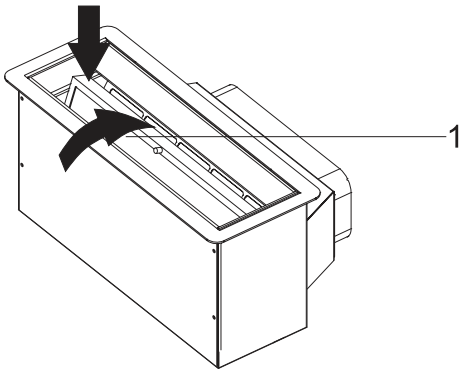

Abb. 24: Einlegen des Metallfettfilters
10. Bewegen Sie den Metallfettfilter in Pfeilrichtung und stecken Sie es in die Haubenbox (Abb. 24).
11. Löschen der Warnung für die Reinigung des Metallfettfilter (Abb. 24).